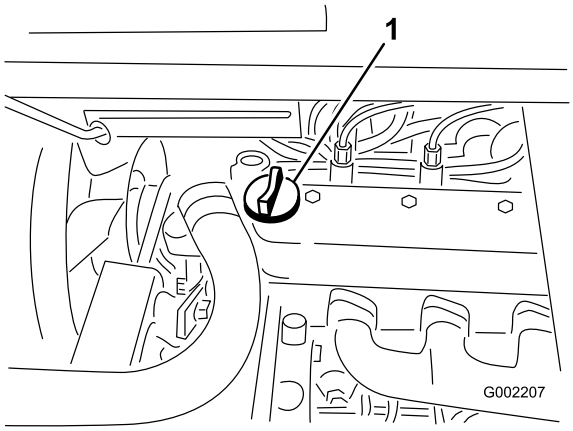

Figur 38
3. Hvis oljenivået er lavt må du fjerne påfyllingslokket fra ventildekslet (Figur 38) og helle olje inn i åpningen til oljenivået når opp til Full-merket på peilestaven. Referer til Kontrollere motoroljen for korrekt oljetype og viskositet. Hell i olje sakte, og kontroller nivået ofte underveis. Ikke fyll på for mye.